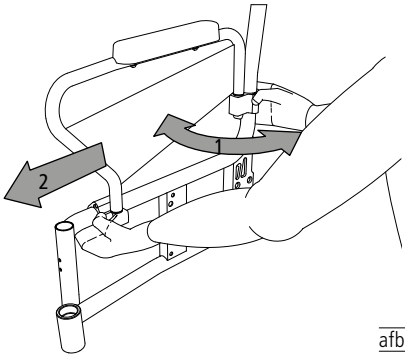

afb. 12
3. Draai nu de achterste klem in de gewenste positie (1, afb. 12). Ondersteun en begeleid de voorste klem bij het verschuiven (2, afb. 12) over het zijframe en druk deze hierbij iets naar boven.